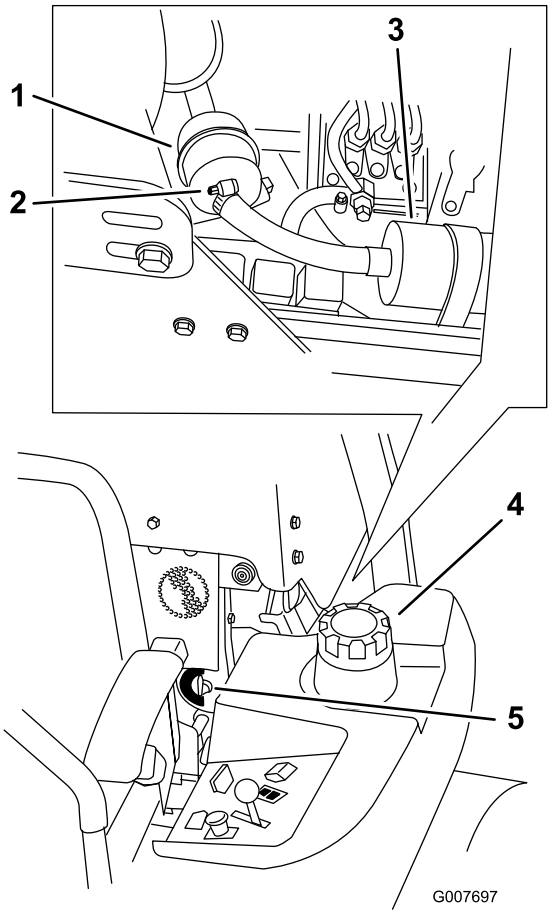

**Figuur 44**
4. Sluit de brandstofafsluitklep(Figuur 44).
5. Maak de slangklemmen los en ontkoppel de brandstofslangen van het brandstoffilter (Figuur 44).
6. Plaats een nieuw filter. Sluit de brandstofslangen aan op het brandstoffilter en monteer de twee slangklemmen (Figuur 44).